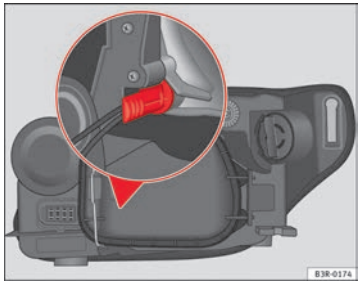

Fig. 215 Side lights. Bulb holder grip in vertical position
– Insert the bulb into the socket so that the side of the bulb holder grip is vertical ⇒ Fig. 215 and press on it.